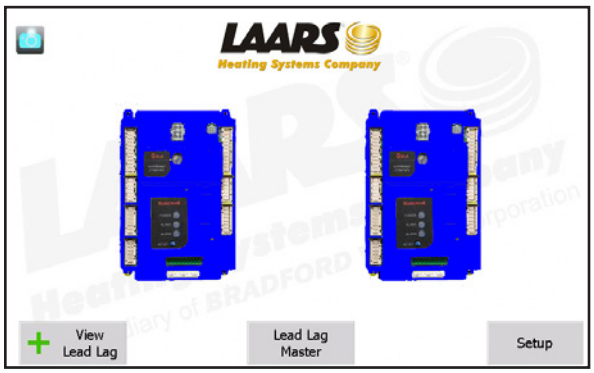

Fig. 124 – 'home' screen
1. To view the Lockout history, start at the 'home' screen (Fig. 124).